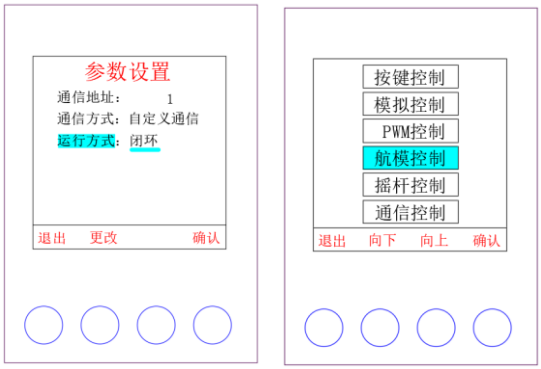

图 6.60 外部航模 PWM 闭环控制的运行模式和控制方式选择界面
- 运行模式可通过按键操作进入参数设置界面进行切换。如图 6.60。
- 控制方式可通过按键操作进入模式选择界面进行切换。如图 6.60。